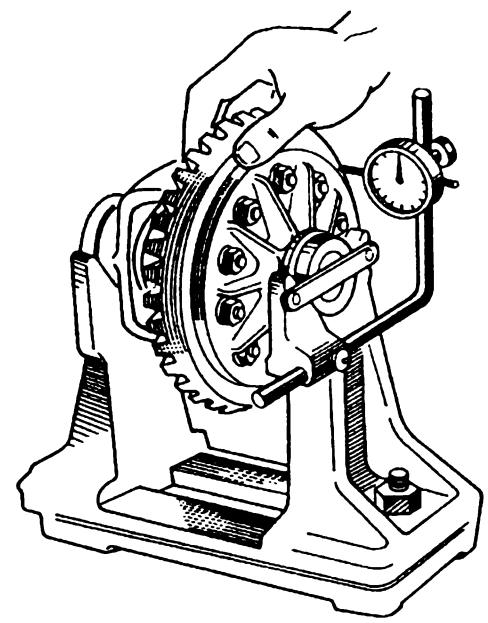

Рис. 137. Проверка биения затылка ведомой шестерни
6. Проверьте на собранном дифференциале биение затылка ведомой шестерни (рис. 137). Биение не должно превышать 0,08 мм. Если биение велико, то снимите ведомую шестерню и, повернув на 180°, снова установите ее.